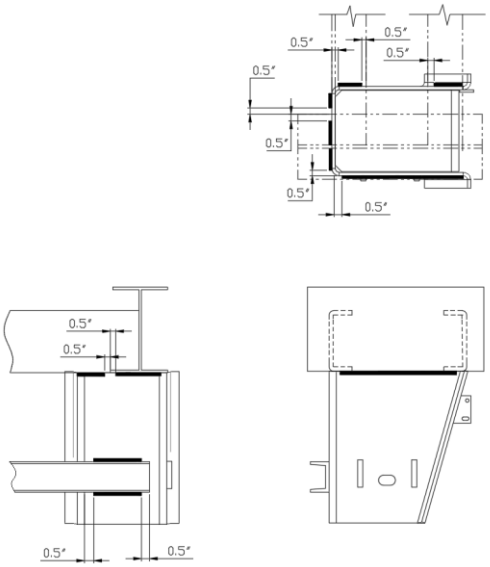

Figura 9. Montaje y soldadura de perchas
1. Levantar y colocar las perchas en los largueros del chasis del remolque y los travesaños como se aprecia en la figura 9.
3. Completar la soldadura de acuerdo a la figura 9. En la imagen, se aprecian las posiciones de los cordones; es importante que los cordones no abarquen la totalidad de las uniones, se debe dejar en todas las uniones 0.5” al inicio y al fin de la unión.